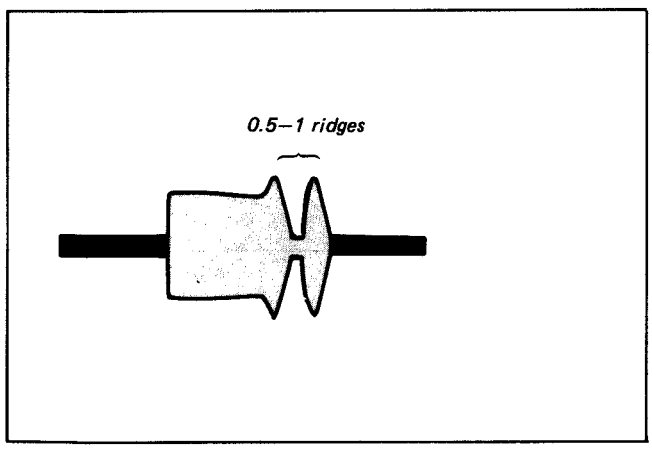

Fig. 2-61
2) Turn guide No.6 (TG-6) counterclockwise until the waveform on the outlet side becomes one or 0.5–1 ridges (See Fig. 2-61).